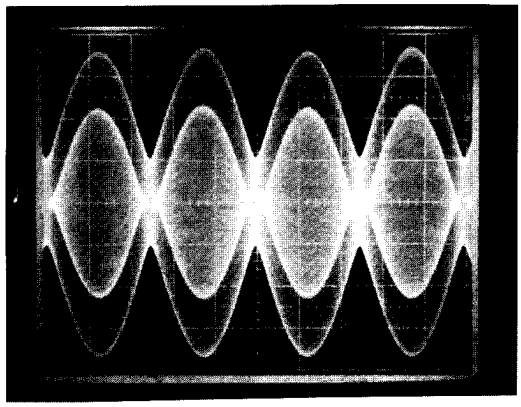
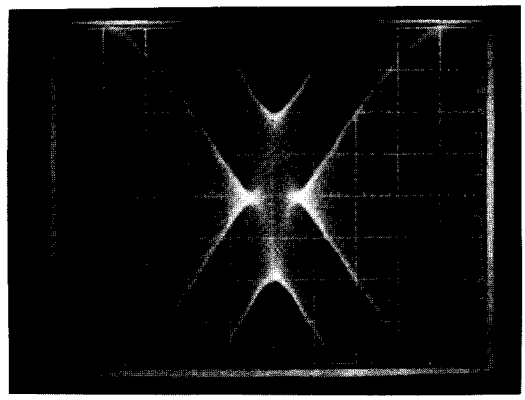

Fig. E-2 PILOT PHASE
Fig. E-3 PILOT PHASE, 10X
4) Set the oscilloscope to 0.2V/div and 0.2ms/div. You will see a scope display similar to Figure E-2. Expand the scope display by adjusting the vertical sensitivity until it looks like Figure E-3.